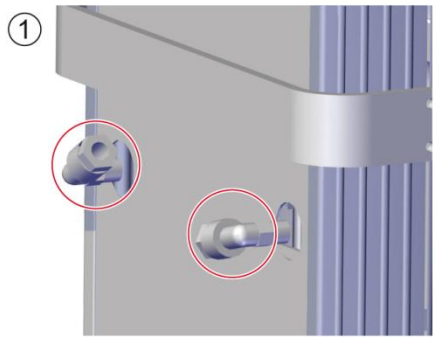

Abb. 8.3 – Winkel-Einverschraubung Saug-/ Druckseite
5. Winkel-Einverschraubungen und Verlängerungen ausschrauben (Abb. 8.3).